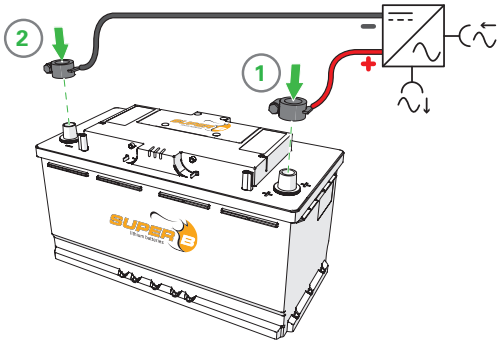

Abbildung 11. Anschluss von Stromkabeln mit Kfz-Polklemmen und Kappen.
3. Schließen Sie die Last oder das Ladegerät an den X1 Minuspol der Lithium-Ionen-Batterie an. (Abbildung 11)